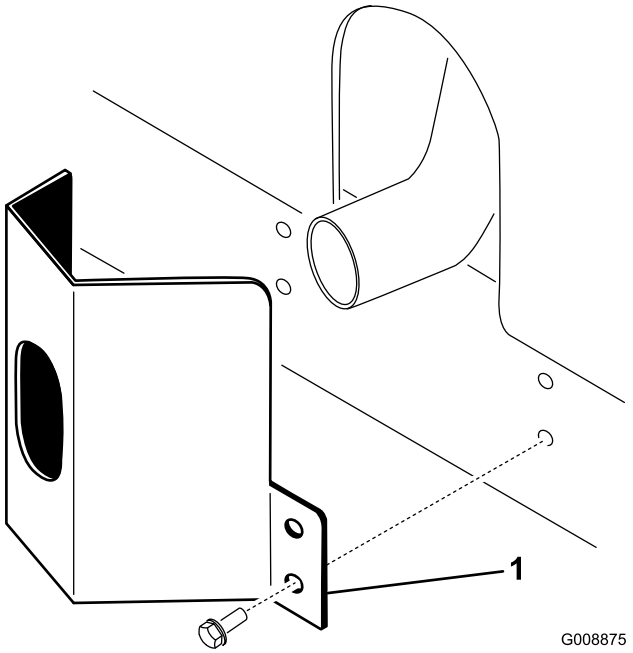

Figur 11
1. Sæt udstødningsværnet rundt om lydpotten, så monteringshullerne flugter med hullerne i stellet (Figur 11).
2. Fastgør udstødningsværnet til stellet med 4 selvskærende skruer (Figur 11).